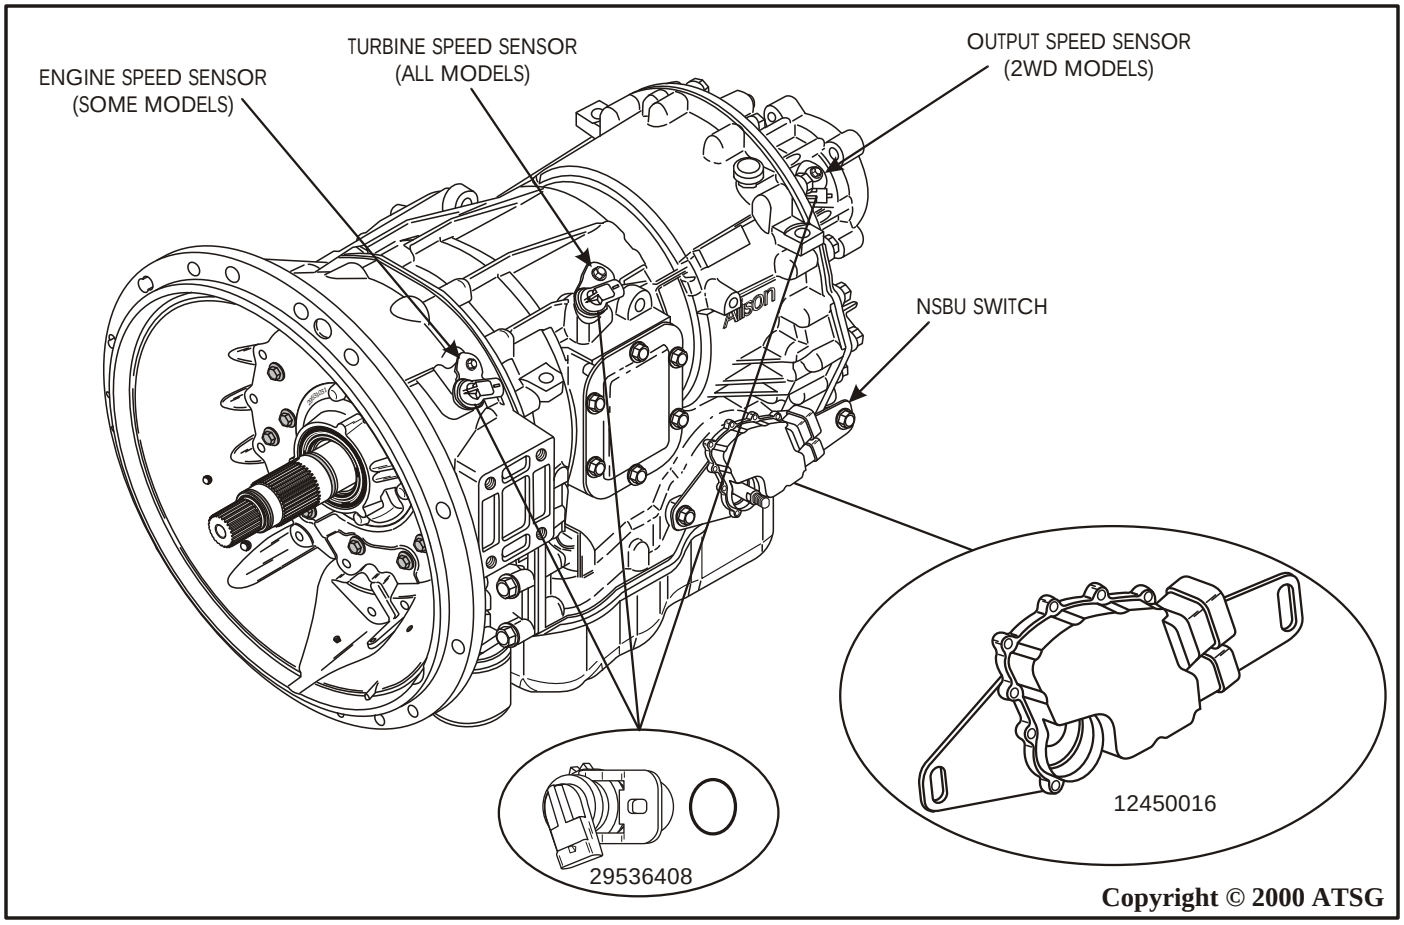

Figure 45
5. Remove the engine speed sensor, turbine speed sensor and output speed sensor, as shown in Figure 45.
Note: The engine speed sensor, if equipped, the turbine speed sensor, and the output speed sensor on 2WD models are all the same part number (See Figure 45).
6. Remove and discard the "O" rings from the 3 speed sensors (See Figure 45).
7. Remove the Neutral Start Back-Up switch from the side of case, as shown in Figure 45.
Note: The NSBU Switch is exactly the same as the 4L60-E switch (See Figure 45).